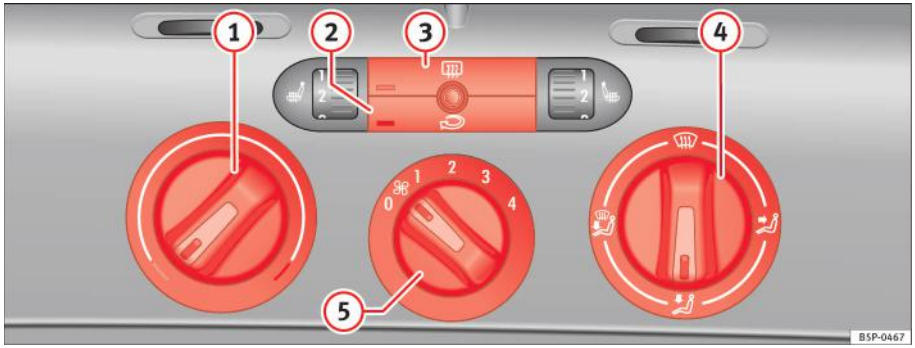

Fig. 105 Comenzile sistemului de încălzire de pe planşa de bord
– Folosind comenzile de reglare ⇒ fig. 105 (1), (4) şi (5), puteți seta temperatura, distribuția aerului şi turația aerotermei.
– Pentru activarea sau dezactivarea unei funcții, apăsați butonul corespunzător (2) sau (3). Când funcția este activată, ledul din colțul din stânga jos al butonului se aprinde.